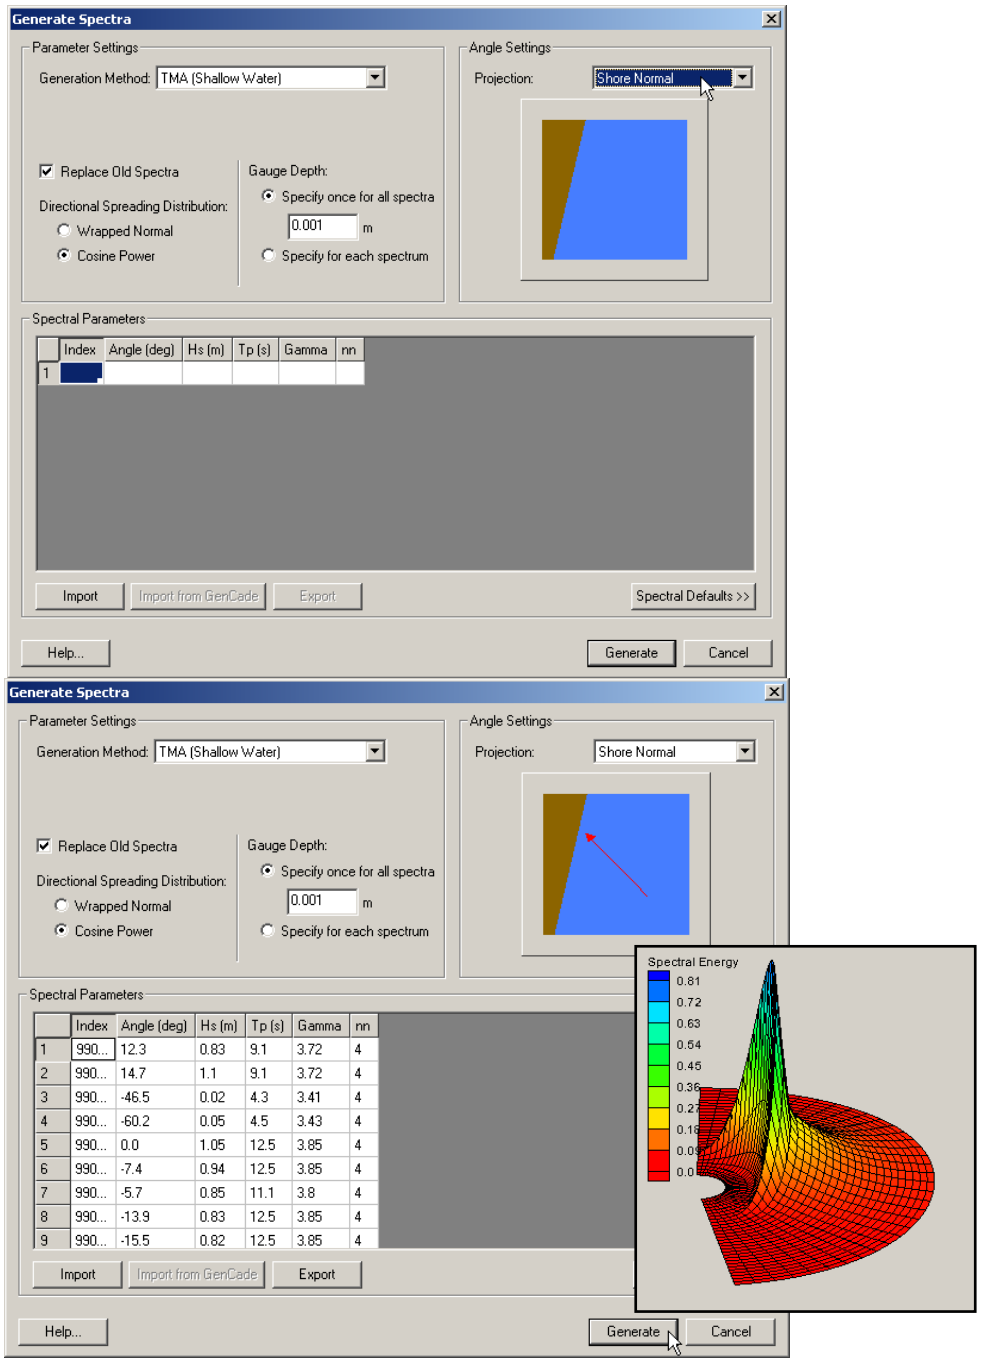

Figure 30. Top: Generating wave spectra from wave parameter input; Bottom: Generated wave parameters with a snapshot of spectral output.
2. Click *OK* for the default spectral properties, and then click *Generate Spectra* to bring up the window to input wave parameters (Figure 30),
3. Open the Excel spreadsheet *44025buoy_199902.xls* and select the wave parameters (1 month, Feb 1999), copy and paste this into the *Generate Spectra – Spectral Parameters* section (Figure 30), click *Generate*, *OK*.